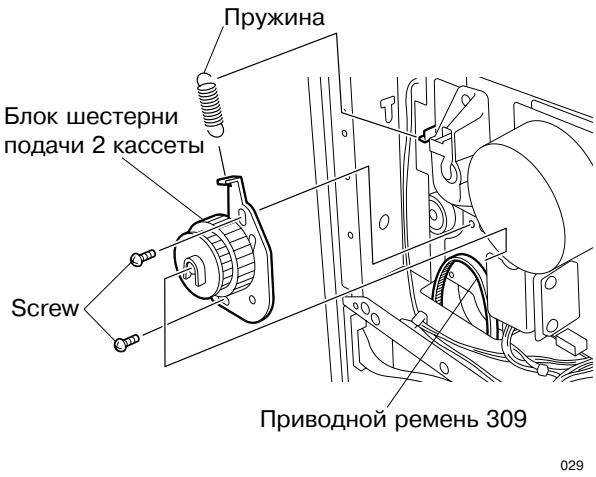

Рис. 10-3-1
11. Снимите блок редуктора главного двигателя. (См.Рис. 10-3-1 и 10-3-4)
14. Снимите блок редуктора главного двигателя. (См.Рис. 10-3-1 - 10-3-4)